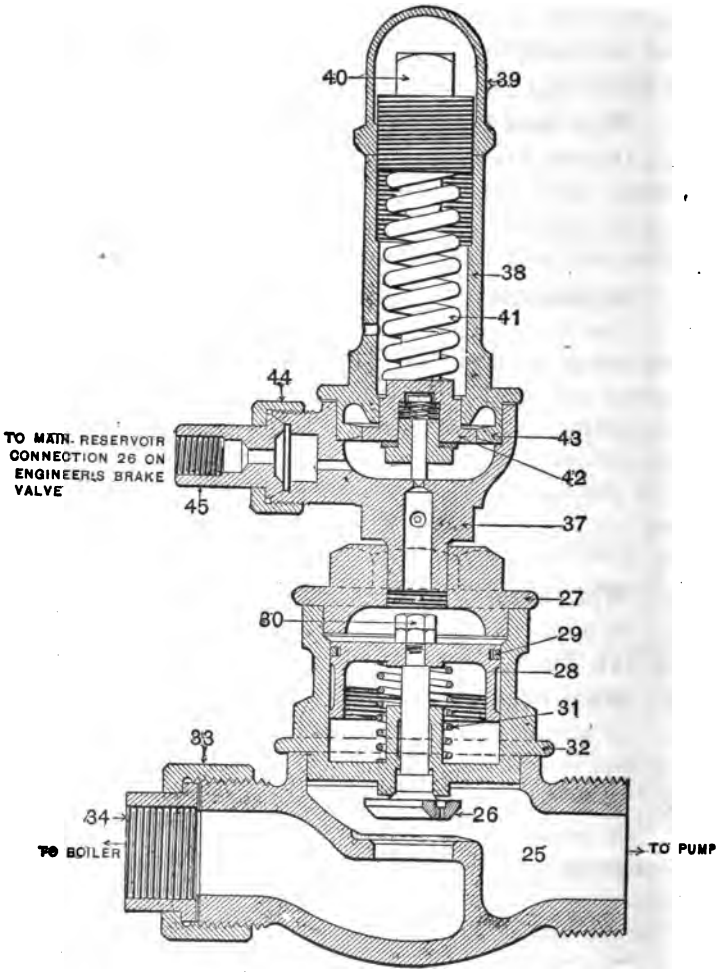

FIG. 42.—SINGLE TOP PUMP GOVERNOR.
Q. What does Fig. 42 illustrate?
A. It allows air pressure to reach the top of piston 28, (Fig. 42), forcing it down and closing valve 26.
Q. What would be the effect if the release port 37 (Fig. 42) were closed by dirt?
A. Of two pressure heads which operate in conjunction with one steam portion of the governor. The former type of duplex governor was made by unscrewing the entire pressure head from the cylinder cap 27, Fig. 42, and replacing it with a "siamese fitting," No. 14, Fig. 43, which was arranged for two pressure heads, both just alike, and placed side by side.